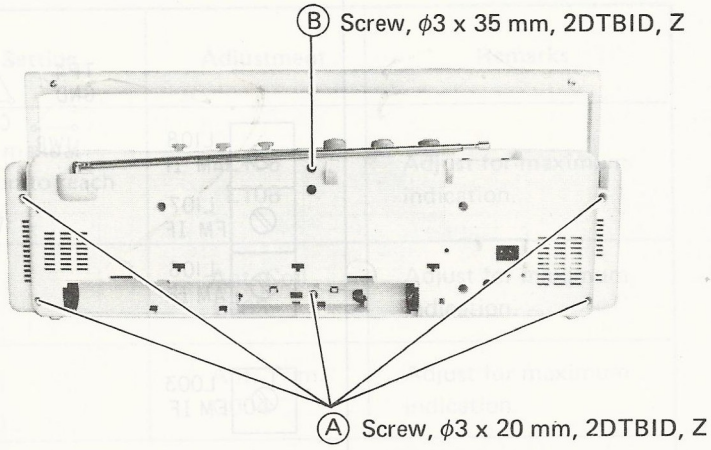

Figure 1.
4. Cabinet will be removed. (Figure 1)